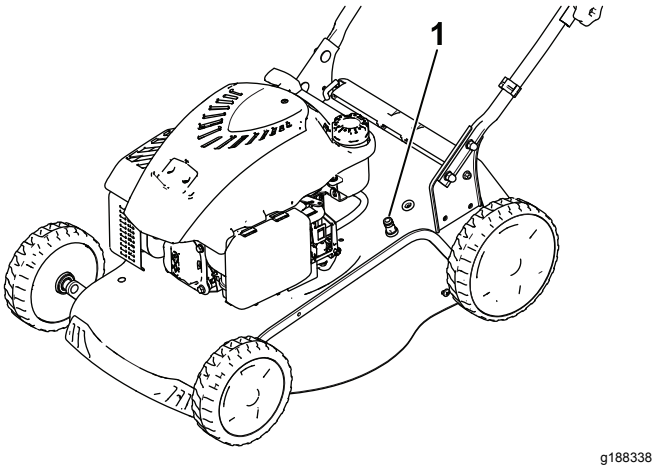

Figur 18
5. Anslut en trädgårdsslang, som är ansluten till en vattenkälla, till snabbtvättsanslutningen (Figur 18).